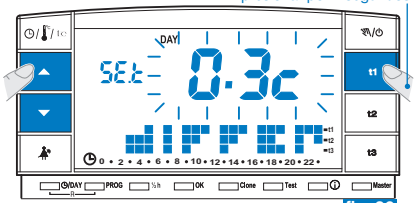

fig. 36
- Presionar la tecla **t1** hasta que aparezca en la pantalla el valor del diferencial existente en forma parpadeante (ejemplo fig. 36 - configuración de fábrica **0.3c**).
- Modificar el valor (de 0,2 a 0,7) con las teclas ▲▼ (ejemplo fig. 36).